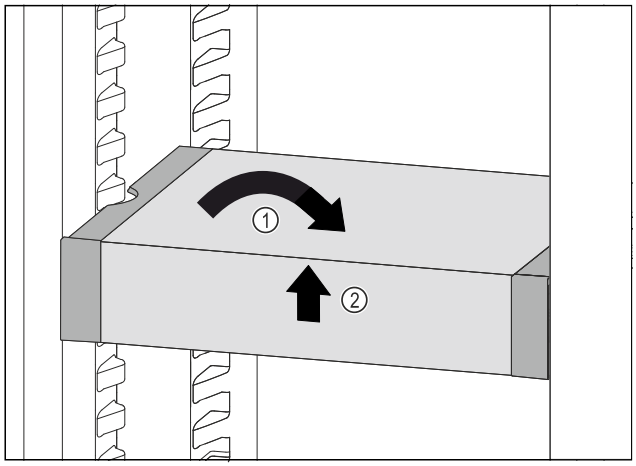

*Fig. 151*
▶ VarioSafe recht zetten. *Fig. 151 (1)*
▶ VarioSafe aan voorkant optillen. *Fig. 151 (2)*